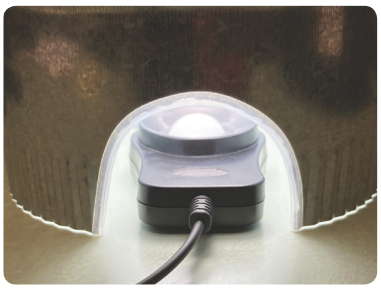

**FIGURE 8.35** (Step 2) Lux meter head placed inside the light shield.
2. **Using kill-a-Watt to investigate incandescent bulb properties.** Place the sensor part of the lux meter on the table and place the light shield over it so that the wire comes out through the cutout at the bottom (Fig. 8.35). Keeping the other fixtures safely at the back of the bench, place the fixture with this bulb into the top opening of the light shield. It should fit snugly and flat on the ends of the screws. Do not stick your hand inside the shield. Be careful of sharp edges.